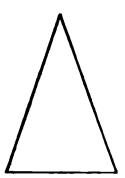

FIG. 21.
51. An **isosceles** triangle is one having two of its sides equal; see Fig. 21.